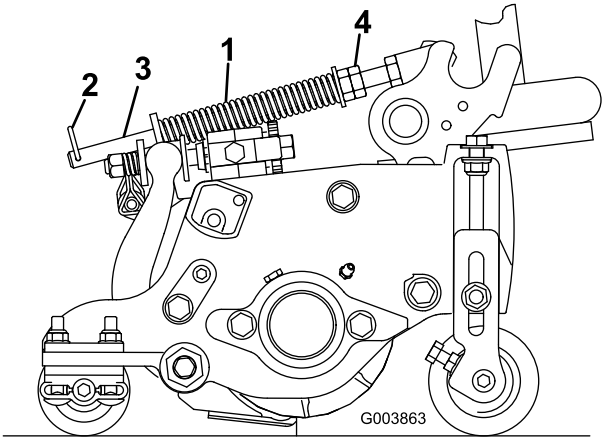

Figur 13
Gräsutjämningsfjädern (Figur 13) förbinder bärramen med klippenheten och reglerar hur stor vridning som är möjlig framåt/bakåt.
1. Dra åt låsmuttern på fjäderstångens bakre del, tills avståndet (C) mellan fjäderfästets bakre del och brickans främre del är 3,2 cm (Figur 13).
2. Dra åt sexkantsmuttrarna på fjäderstångens främre ände, tills fjäderns sammanpressade längd (A) är 32,8 cm (Figur 13).